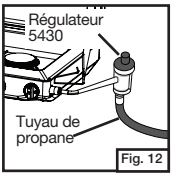

Fig. 12
- Fixez le tuyau au régulateur 5430 et enfilez-le sur le réchaud comme indiqué à la Fig. 12.